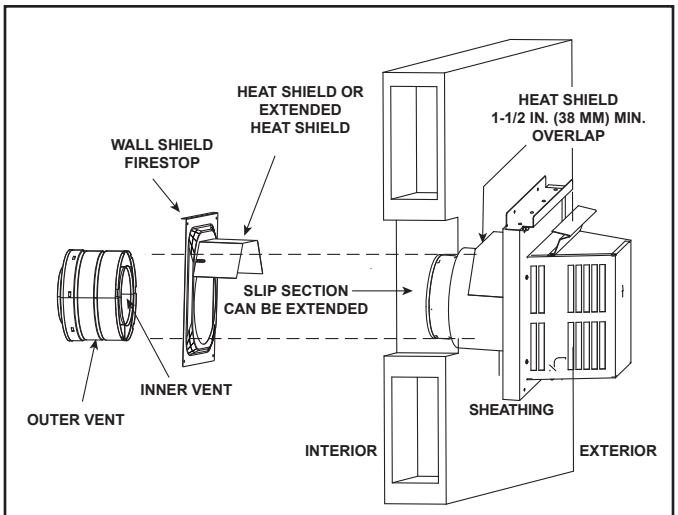

Figure 7.13 Venting Through the Wall
- ***DO NOT*** *remove the heat shields attached to the wall shield firestop and the horizontal termination cap (shown in Figure 7.13).*
There are two sections of the heat shield. One section is factory-attached to the wall shield firestop. The other section is factory-attached to the cap. See Figure 7.13.